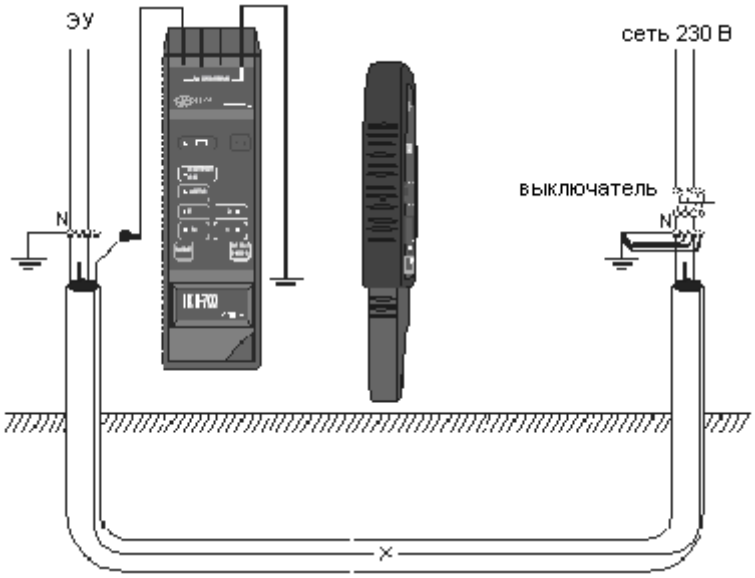

Рис.23 Поиск места повреждения в кабеле под землей без напряжения.
- Отключить поврежденный проводник на щите (Рис. 23);
При подозрении, что поврежденных жил кабеля несколько, следует заземлить все провода согласно рис. 23.